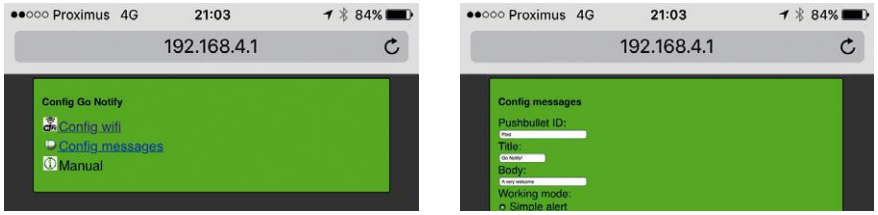

Bild 4. Verbinden Sie sich mit dem GoNotify-Accesspoint, um die Schaltung für Ihr WLAN zu konfigurieren.
Wenn neue Firmware in das Gerät programmiert und der gesamte Speicher gelöscht wurde, muss dieser (re-)konfiguriert werden. Die Konfigurationsdaten sind im EEPROM der MCU gespeichert, die WLAN-Konfigurationsdaten im ESP-01S-Modul. Drücken Sie die Reset-Taste SW1. GoNotify arbeitet nun, wie in **Bild 4** zu sehen, als Access Point (AP) auf 192.168.4.1 (dies lässt sich in der Software ändern). Nach der Konfiguration erwartet GoNotify einen Trigger: Entweder drückt man SW2, schließt RE1 oder ein Sensor sorgt durch Über/Unterschreiten eines (zuvor in der Software definierten) Schwellwerts dafür. Der Summer erzeugt einen Meldungston und eine Testnachricht wird gesendet, deren Inhalt und Zielort davon abhängen, wie Sie das Gerät konfiguriert haben. Das Beispiel in Bild 4 sendet eine Nachricht an einen PushBullet-Dienst (www.pushbullet.com). Von diesem Punkt an arbeitet GoNotify im normalen Betrieb in seinem Low-Power-Guardmodus.